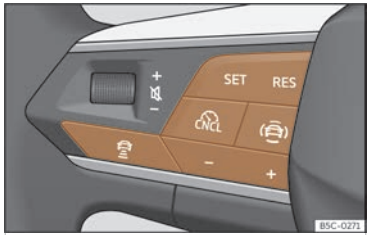

Fig. 141 On the multifunction steering wheel: buttons for operating the ACC.
- Press the button on the multifunction steering wheel >>> **Fig. 141**.
- To start regulation, press the **SET** button >>> **Fig. 141**.
- Press the button and then + or – button >>> **Fig. 141**.
- Briefly press button >>> **Fig. 141** or press the brake pedal.